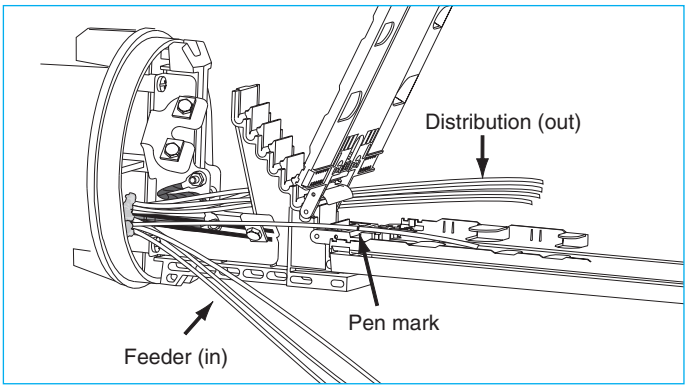

Figure 34.
10.1.2 Remove the tray cover and route the "feeder" (in) and "distribution" (out) tubes to the appropriate side of the tray. (Figure 34)
10.1.3 Place a pen mark on each tube 1/4" beyond the tie-down slots. Use a buffer tube cutter to cut each tube at the mark, and remove the excess tube from each fiber group. (Figure 34)